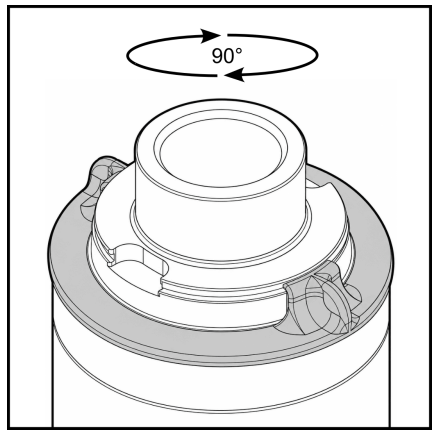

Рис. 20
3.12 Проверните заглушку на **90°** так чтобы технологический выступ заглушки вошёл в зацепление с канавкой для стопорного кольца. (**Рис. 20**)